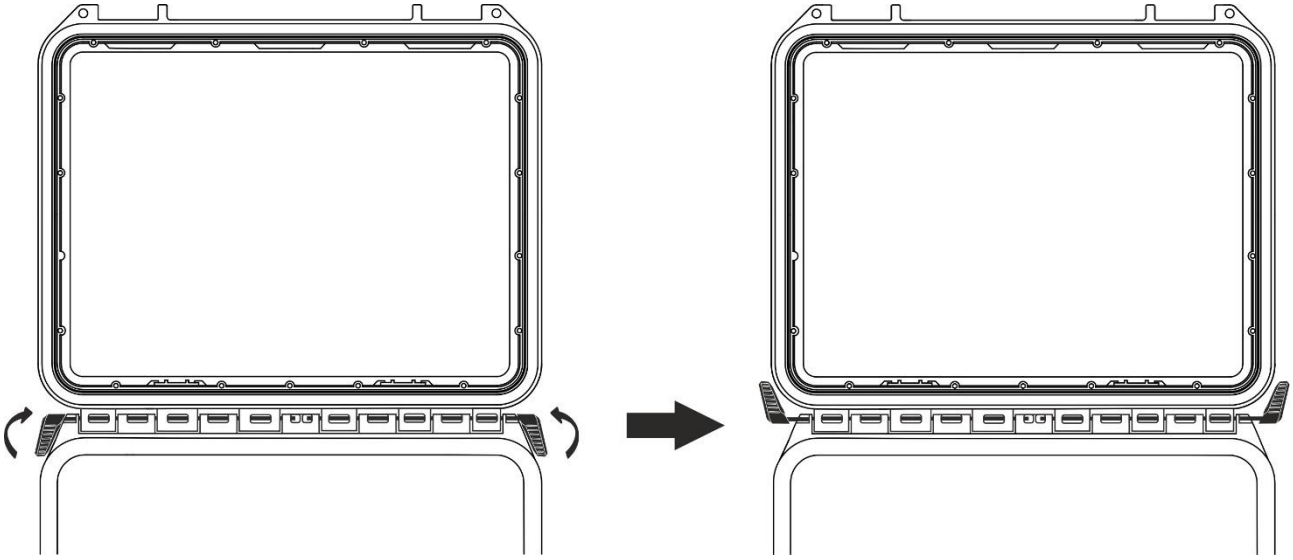

Fig. 5: Retirada de la tapa de la maleta del instrumento – Paso 1
1. Abra la maleta y gire los dos pernos de apriete según se indica en la Fig. 5